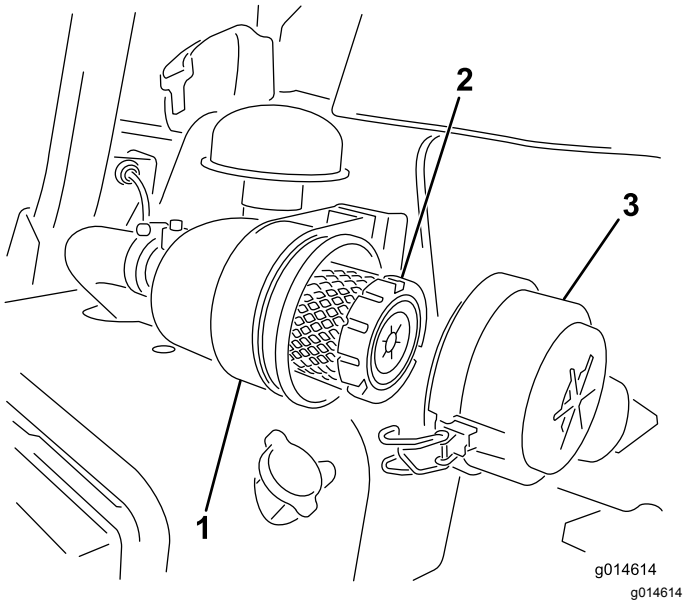

Figure 44
1. Desserrez les fixations qui maintiennent le couvercle sur le boîtier du filtre à air (Figure 44).
6. Fermez les verrous (Figure 44).